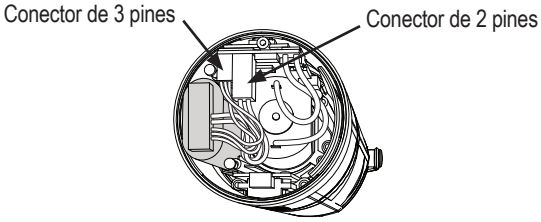

Figura 2
10. Vuelva a enchufar el conector de 3 pines y luego el conector más grande de 2 pines. Véase la Figura 2.